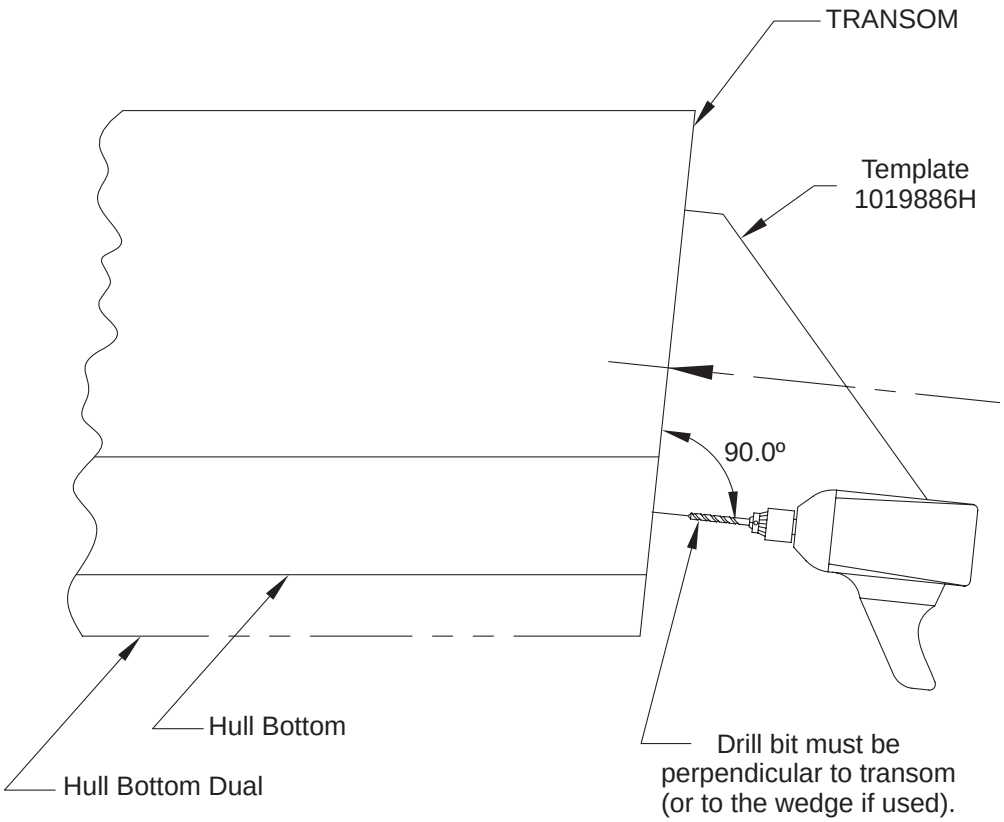

Figure 5. Drill Holes
4. B For twin drive installations, locate and match “Point C” on transom using template 1019886H. Rotate template until cutaway area on the thrust socket flange is parallel to the hull deadrise as shown in **Figure 5**. Locate and mark centers for mount bolts (13) and lubrication holes (2).